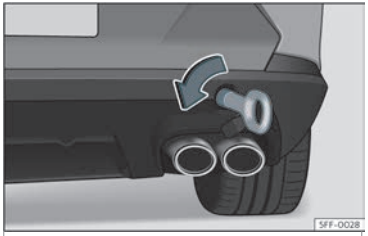

Abb. 46 Auf der rechten Seite des hinteren Stoßfängers: eingeschraubte Abschleppöse.
- Drehen Sie die Abschleppöse **entgegen dem Uhrzeigersinn** in die Aufnahme bis zum Anschlag››› **Abb. 46** ››› ❗. Verwenden Sie ein geeignetes Hilfsmittel, um die Abschleppöse festzuziehen.